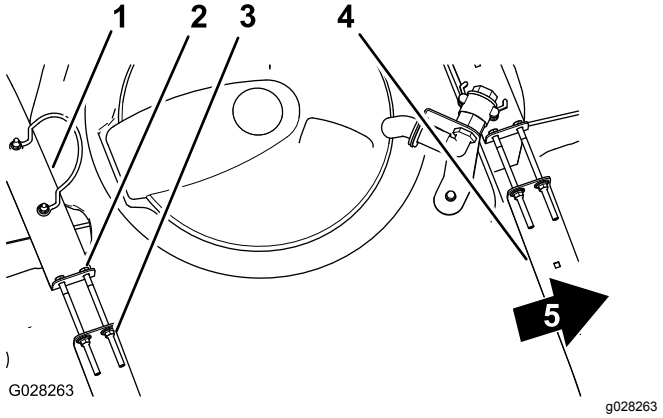

Figur 18
2. Sjekk om det er bevegelse mellom tankstroppene og tanken (Figur 18).
3. Hvis tankstroppene er løse, strammer du flenselåsemutterne og boltene øverst på stroppene til de er plan med tanken (Figur 18).